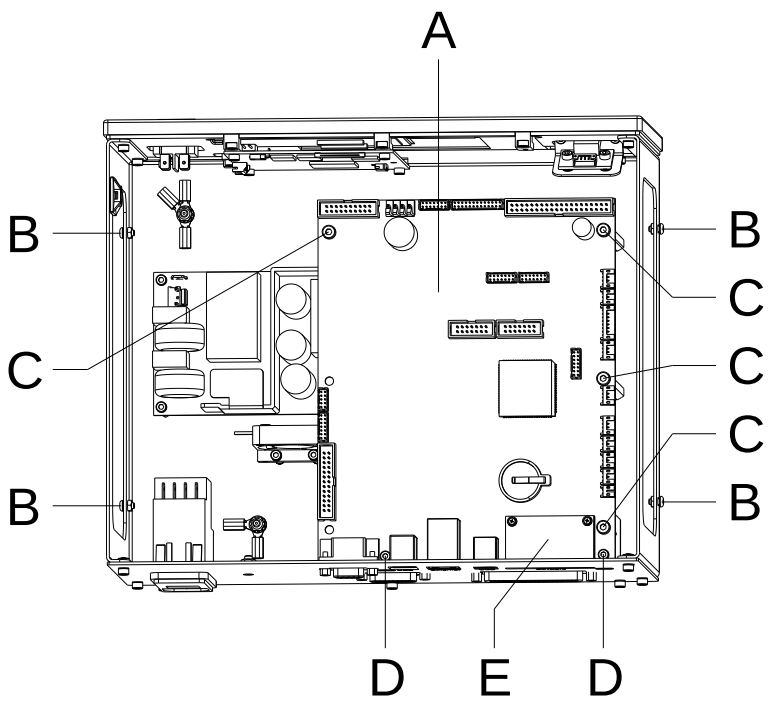

Abbildung 16
2. Abdeckung der Ansteuerelektronik nach Entfernen der vier Schrauben (B, Abbildung 16) abnehmen.